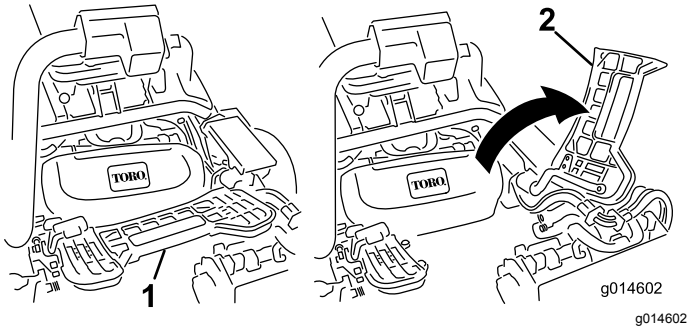

**Figuur 52**
2. Klap de voetsteun omhoog zodat u bij het middelste maaidek kunt (Figuur 52).